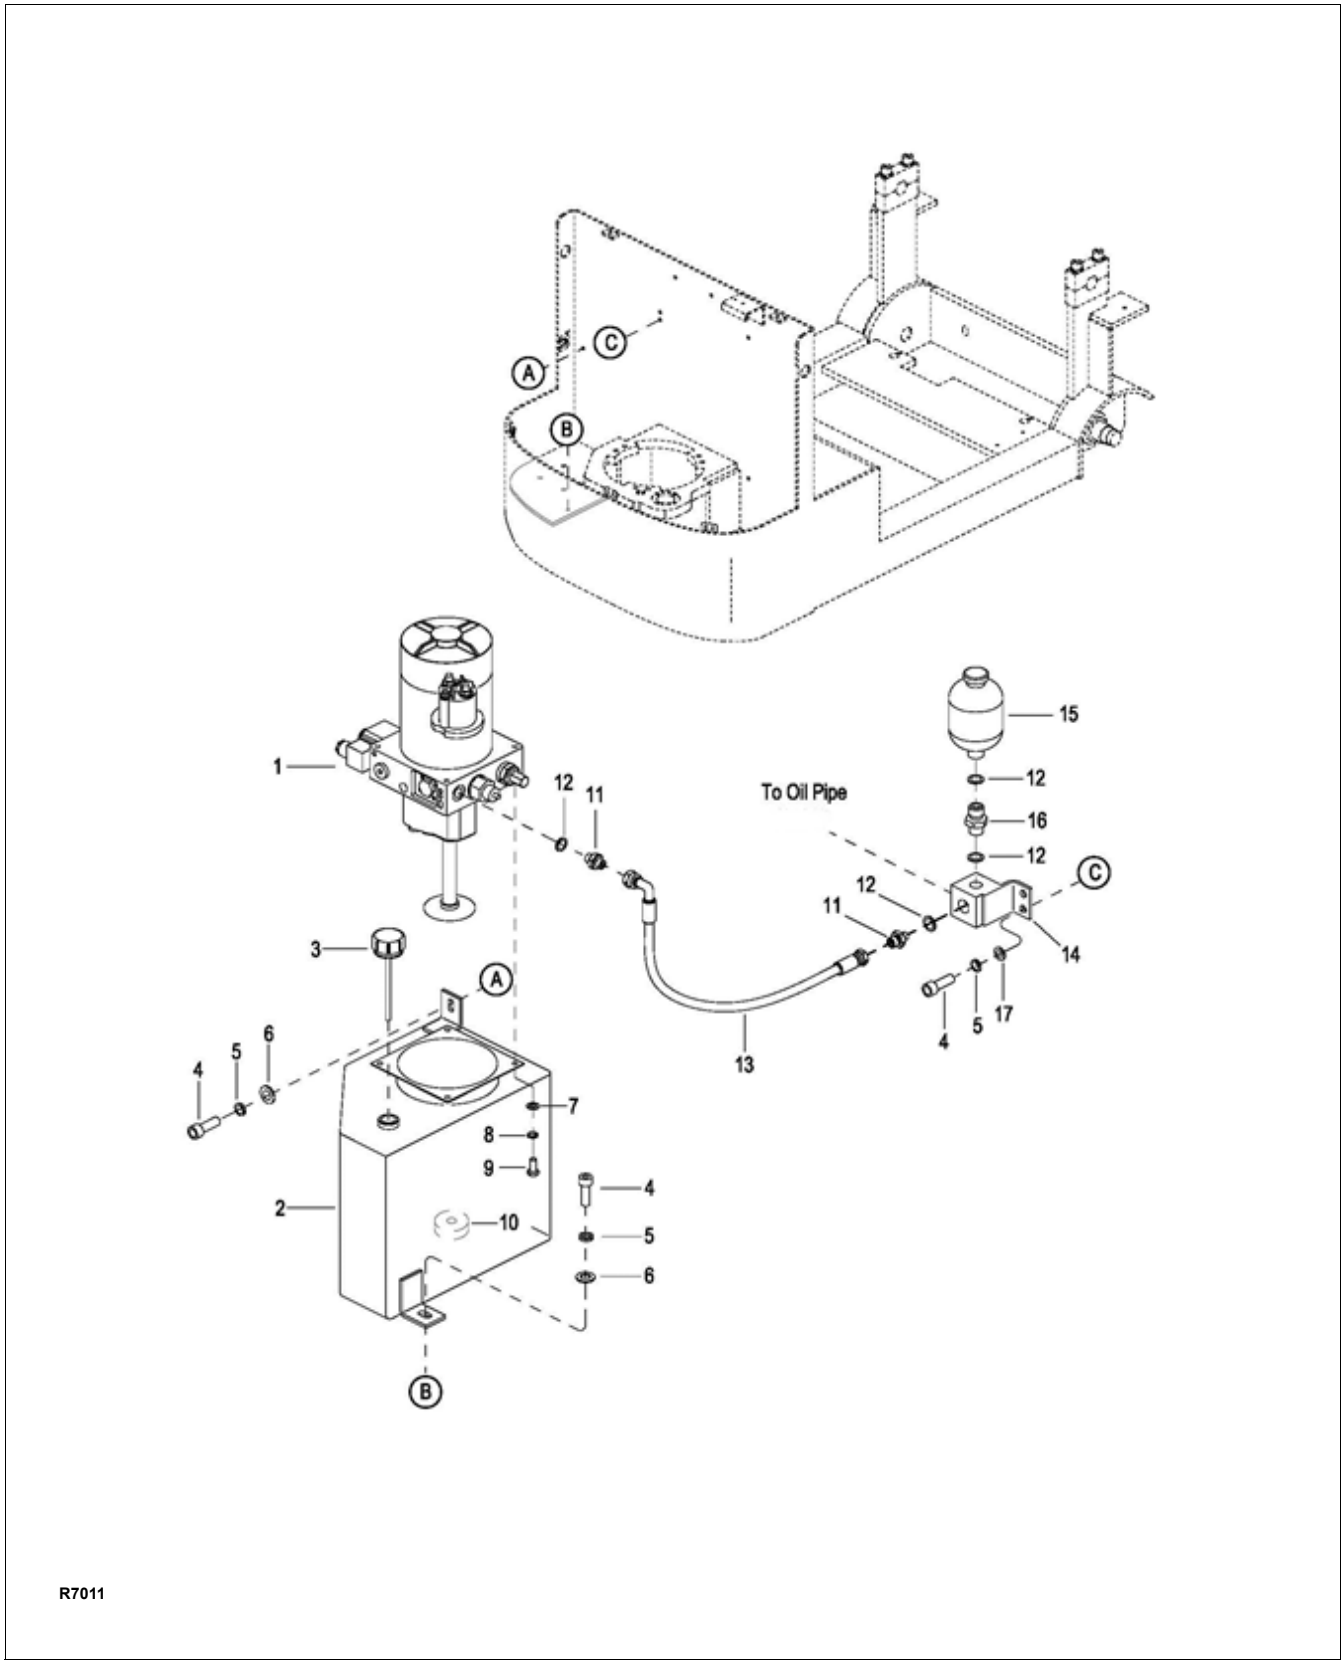
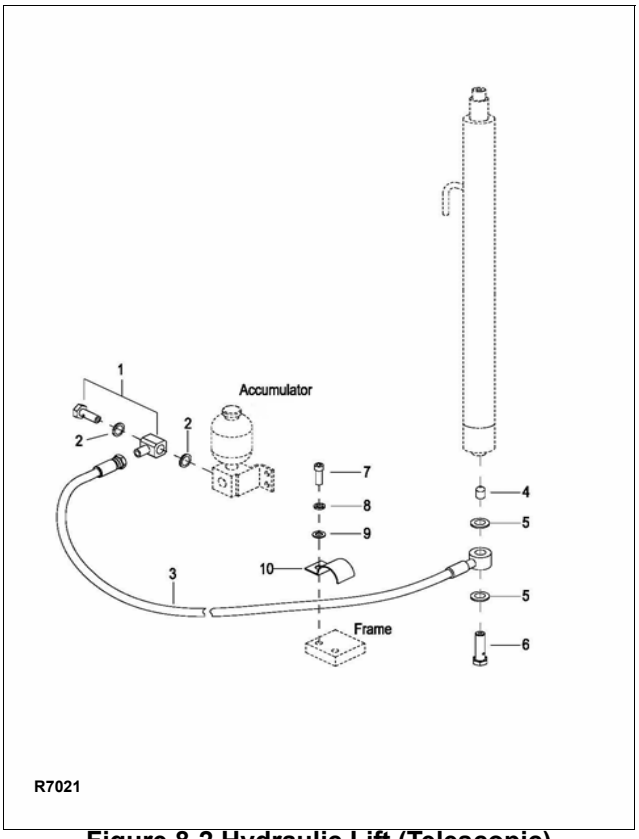
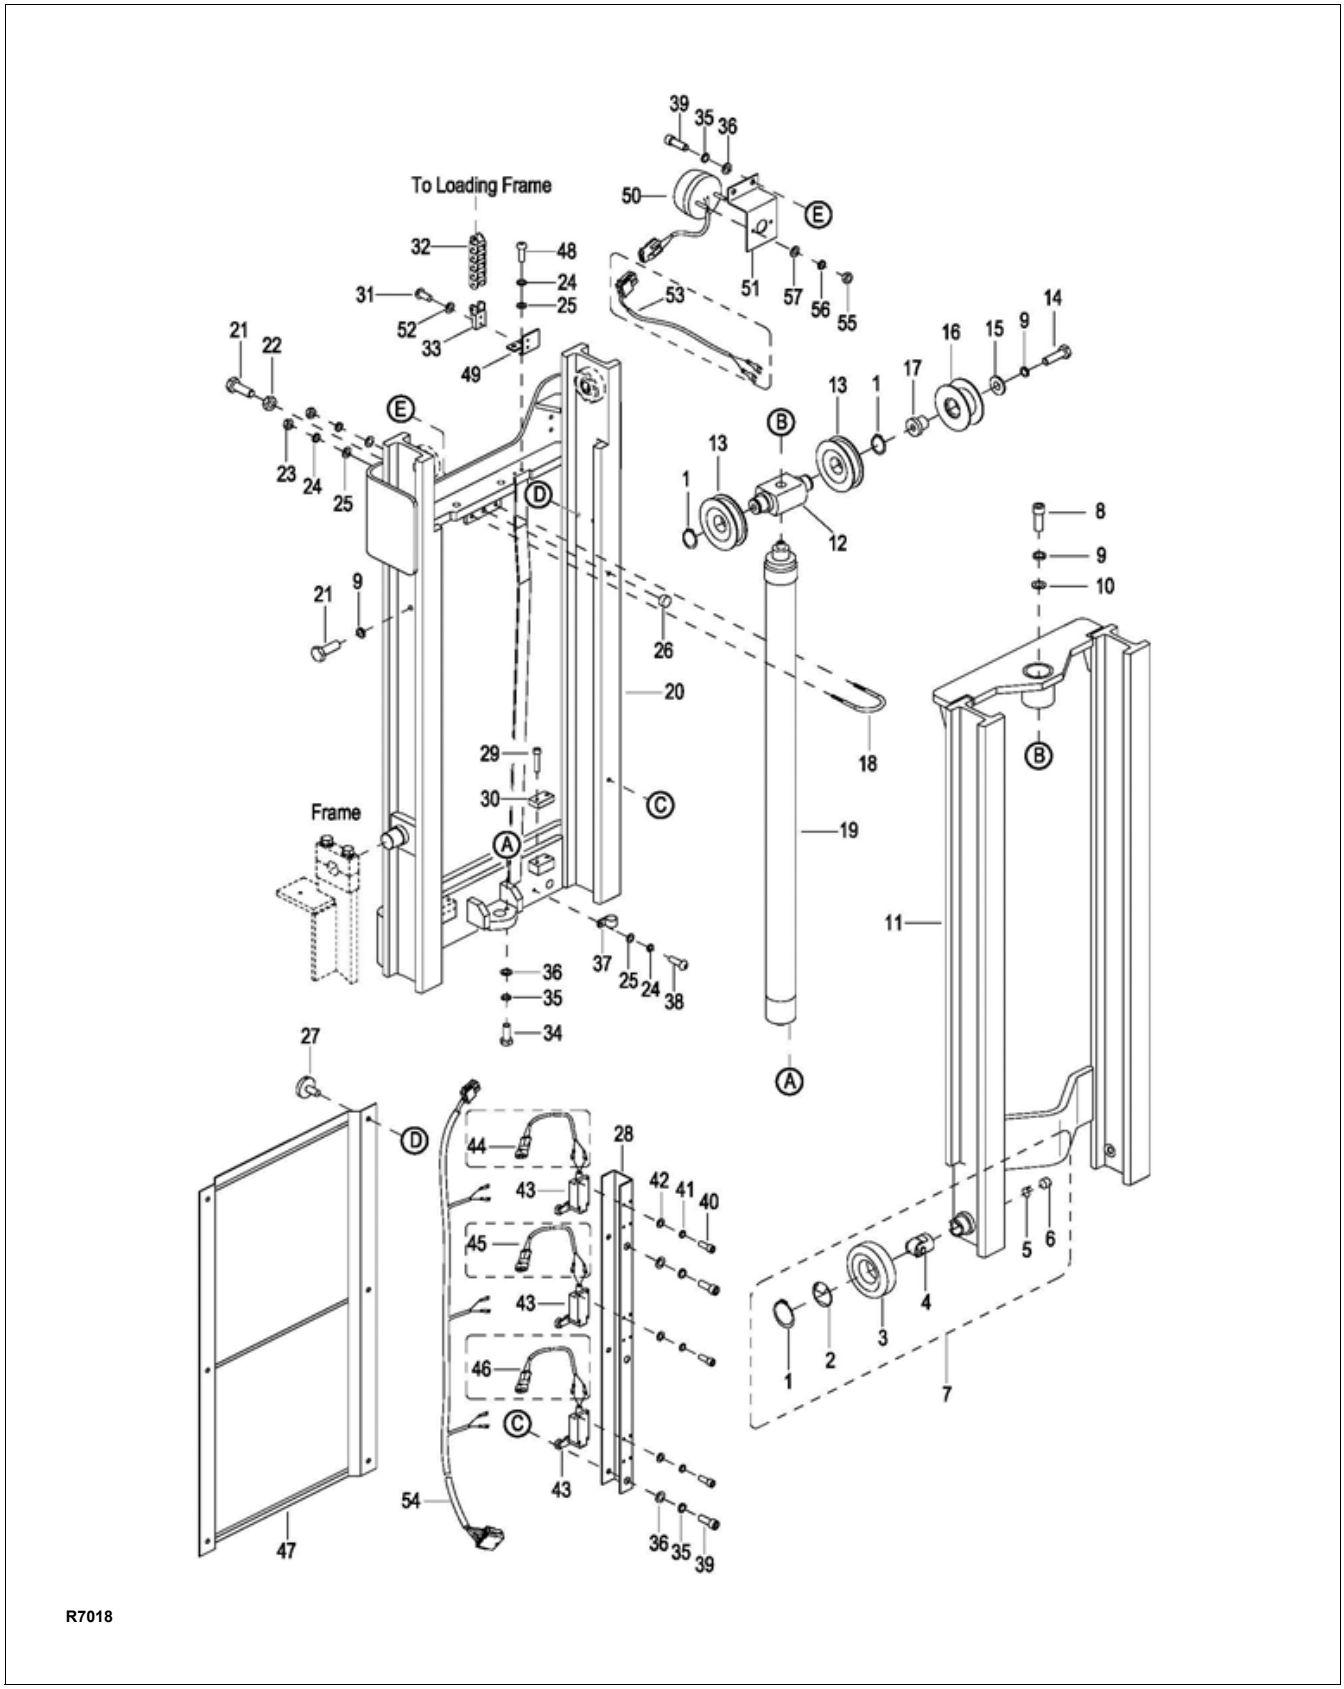

Figure 8-1 Hydraulic System
Figure 8-2 Hydraulic Lift (Telescopic)
Figure 8-3 Elevation System (Telescopic)
4. **Telescopic vehicles**: Refer to Figure 8-1 and Figure 8-2 and remove leaking line or fitting and replace it with a new line or fitting.
Three Stage Mast vehicles: Refer to Figure 8-1 and Figure 8-6 and remove leaking line or fitting and replace it with a new line or fitting.
4. Tag and disconnect electrical leads from motor and solenoid of pump/motor assembly (1, Figure 8-1).
1. Position pump/motor assembly (1, Figure 8-1) on reservoir (2) and install four screws (8), four lock washers (9) and four flat washers (7).
2. Reconnect hose (13) to pump/motor assembly (1).
3. Connect electrical leads to motor and solenoid of pump/motor assembly (1).
1. With the lift vehicle wheels securely blocked, raise the platform approximately three feet and position blocks or strong supports under inner frame (11, Figure 8-3).
6. Remove screw (8, Figure 8-3), lock washer (9), and flat washer (10).
7. Remove bolt (6, Figure 8-2), two washers (5), relief valve (4) and disconnect the hose (3) from the bottom of lift cylinder.
8. Manually push the cylinder rod down as far as possible and remove ram head (12, Figure 8-3) from cylinder (19).
2. Install U bolt (18, Figure 8-3) and secure with two nuts (23), two lock washers (24), two flat washers (25).
3. Install ram head (12) on top of cylinder (19).
4. Lift inner mast (11) and remove the blocking.
5. Lower inner mast (11) onto cylinder (19) and secure with screw (8), lock washer (9) and flat washer (10).
7. Install relief valve (4, Figure 8-2) and reconnect hose (3) with two washers (5) and bolt (6) to the bottom of lift cylinder.